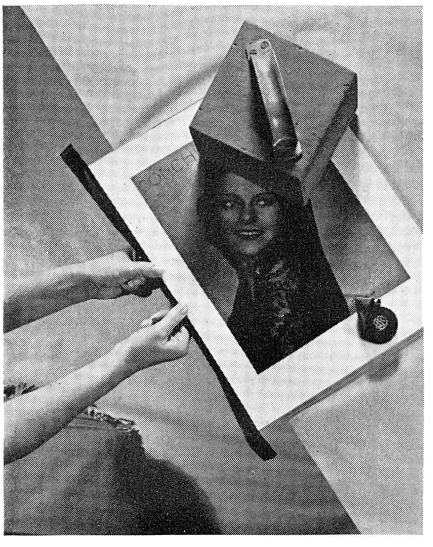

Figure 86. Thumbs are used to attach passe-partout to glass along whole length of side.
6. You now have both ends attached to the glass. Now bring your thumbs together in the middle and, pressing down on the tape, move them away from each other back to the corners (Figure 86). You thus attach the tape to the glass along the whole length. At the same time, turn down the projecting edge of the passe-partout with the forefingers.